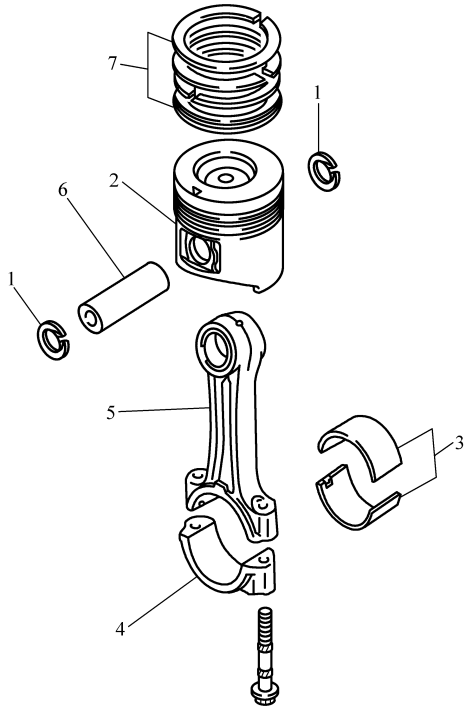

图 6-7 活塞、连杆组件结构
③ 活塞、连杆组件结构见图 6-7，活塞、连杆组件检修标准见表 6-2。